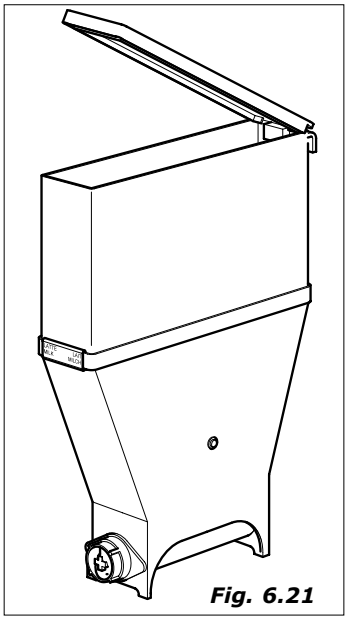

Fig. 6.21
– tirar as tampas e as guias produtos *(Fig.6.21)*. Por tudo na solução antecedentemente preparada